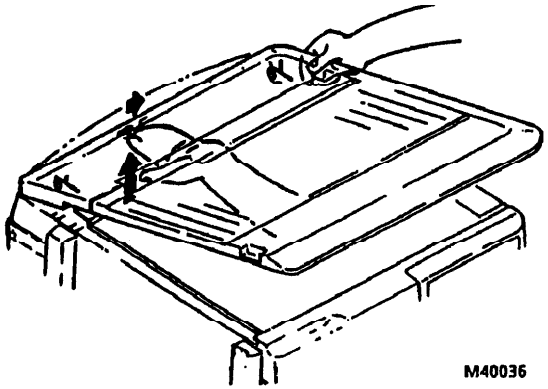

Рис. 2. Снятие крышки стекла с аппарата
3. (Рис. 2): При необходимости снимите крышку стекла с аппарата, подняв ее вверх и продвинув вправо, как показано на рисунке.